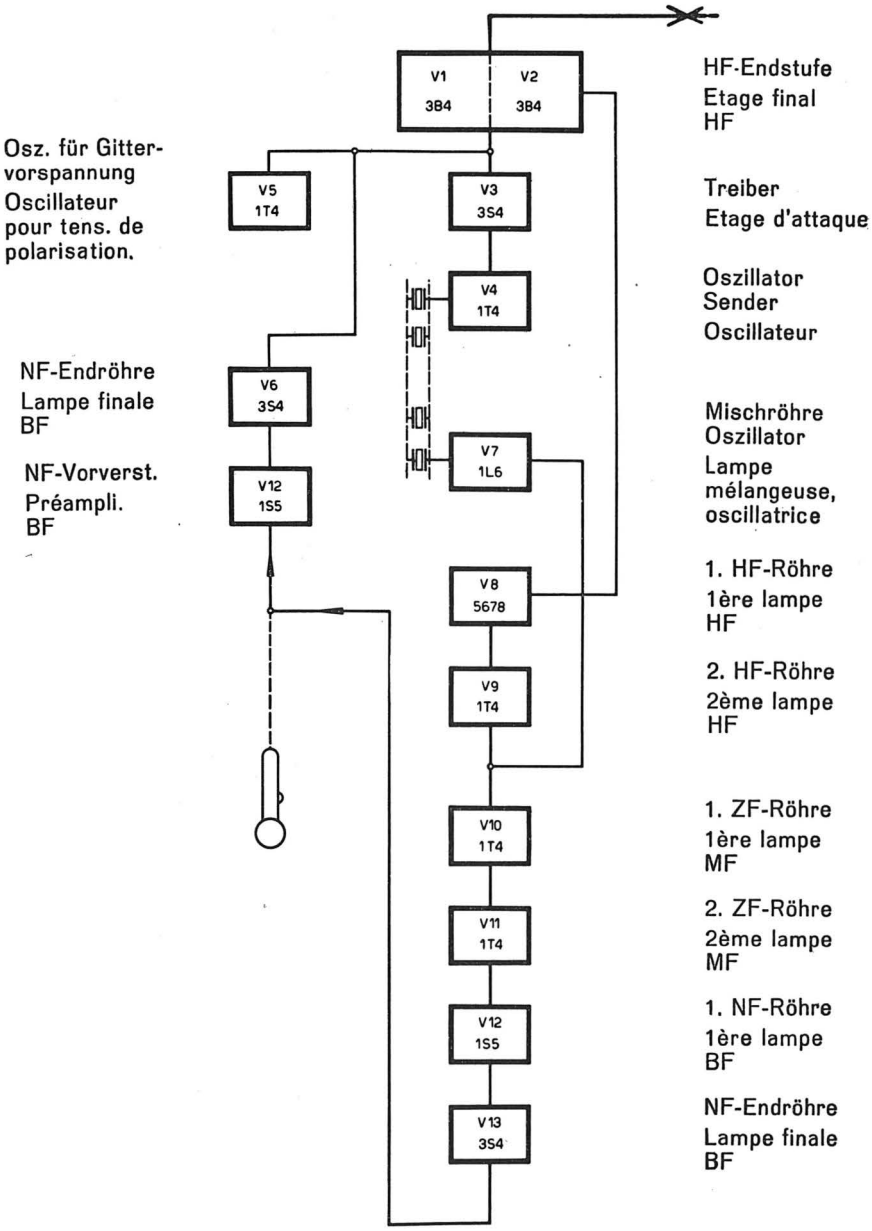

Fig. 11. Blockschema
2. Empfänger (Blockschema Fig. 11)
3. Sender (Blockschema Fig. 11)